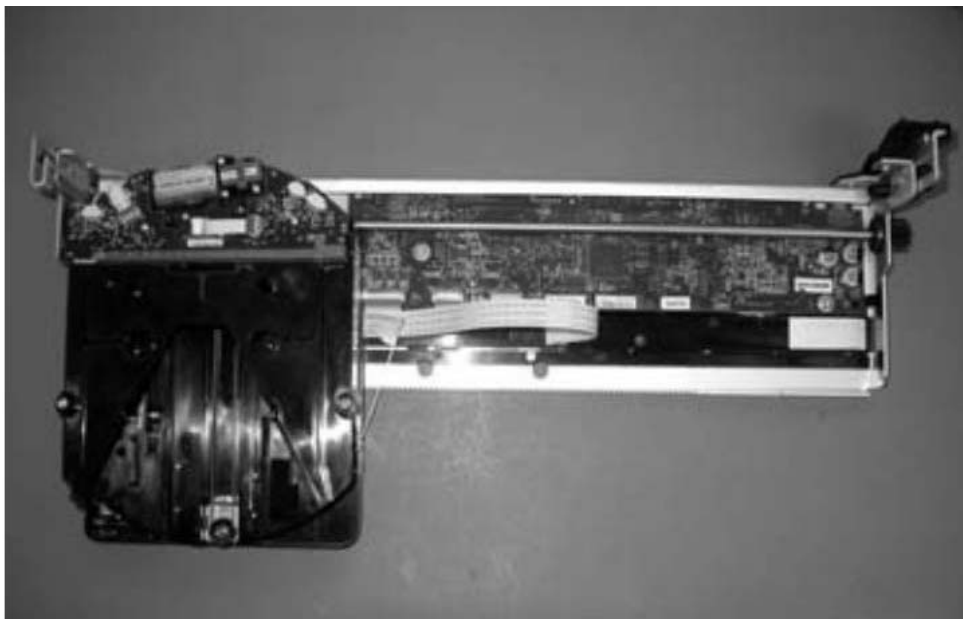

Figure 7-89. Picker Assembly on Forward side of Y-carriage
2. Slide Picker Assembly to the forward side of the Y-carriage as shown in Figure 7-89.